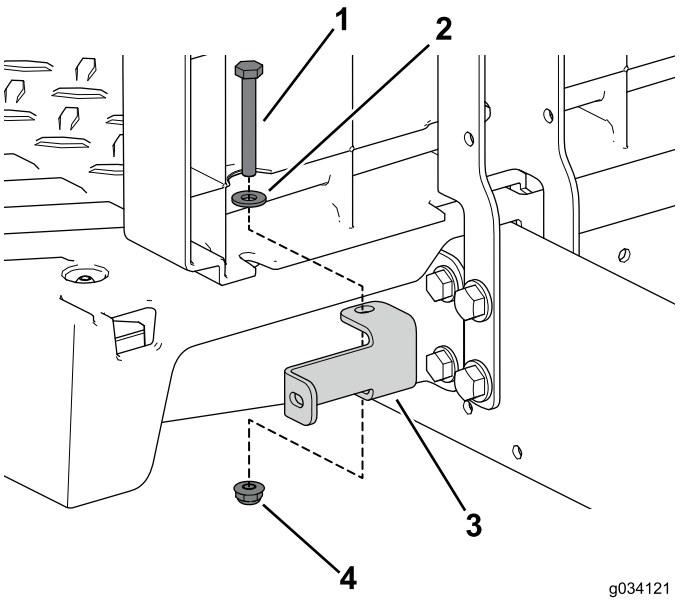

Figur 41
6. Brug de to bolte (1/4 x 2 tomme), spændeskiven og låsemøtrikken til at fastgøre venstre og højre panelbeslag på maskinen (Figur 41).